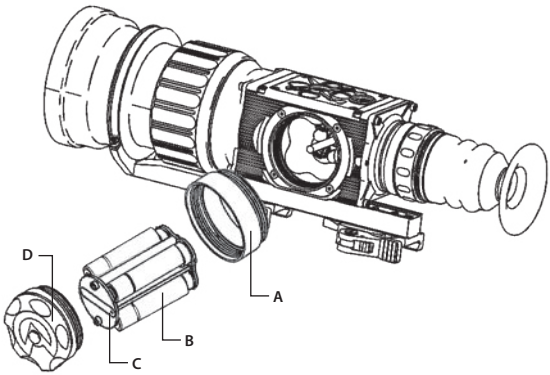

FIGURE 3-3. AA BATTERIES INSTALLATION
Install four (4) AA batteries as follows (refer to Figure 3-3):
3. Install battery box extender ring (A, Figure 3-3):
4. Insert four (4) AA batteries (B) into the battery cartridge (C) with all of the batteries oriented in the same direction.The negative (-) terminals should be against the cartridge springs.